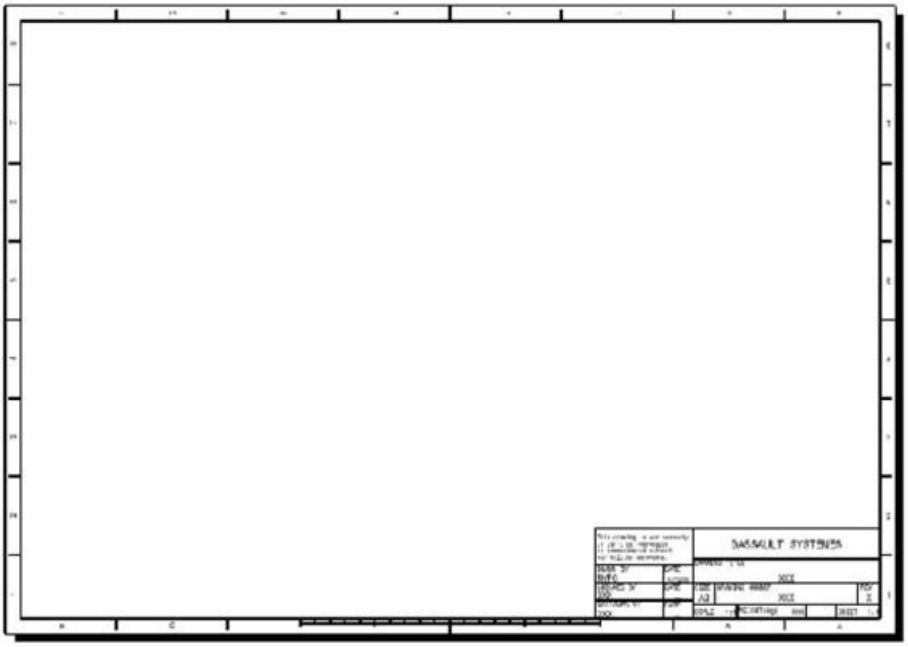

Figure 14-30 *The drawing sheet after creating the title block and the frame*
d. Create a standard title block and frame in the background editing mode, refer to Figure 14-30.
4. Choose the **OK** button from the **Manage Frame And Title Block** dialog box. The drawing sheet after creating the title block and the frame is shown in Figure 14-30.